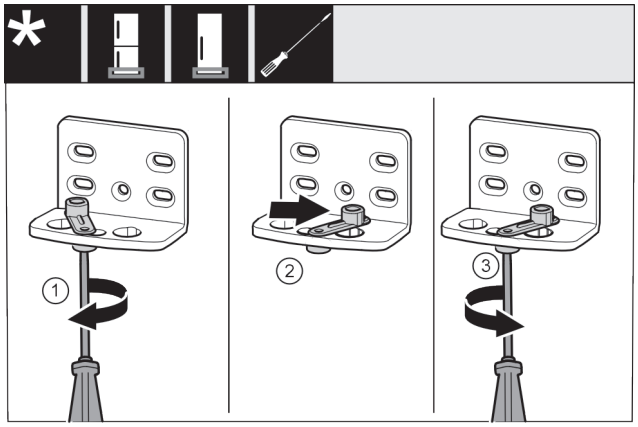

*Fig. 19*
▶ Šroubovákem volně přišroubujte šroub *Fig. 19 (1)*.
▶ Zvedněte pomůcku zavírání dveří *Fig. 19 (2)* a v otvoru ji otočte o 90° doprava.
▶ Šroubovákem šroub *Fig. 19 (3)* pevně utáhněte.